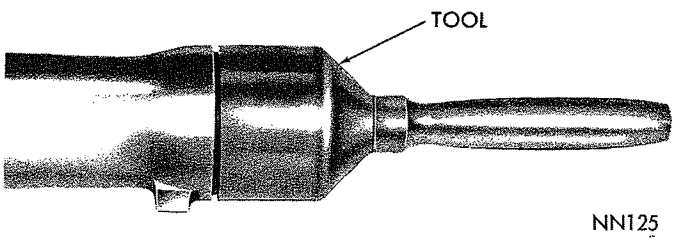

*Fig. 41—Installing Extension Housing Yoke Seal*
(3) To install a new seal, position seal in opening of extension housing and drive it into the housing with Tool C-3995 or C-3972 (Fig. 41).
(4) Carefully guide front universal joint yoke into extension housing and on the mainshaft splines. Connect propeller shaft to rear axle pinion shaft yoke.